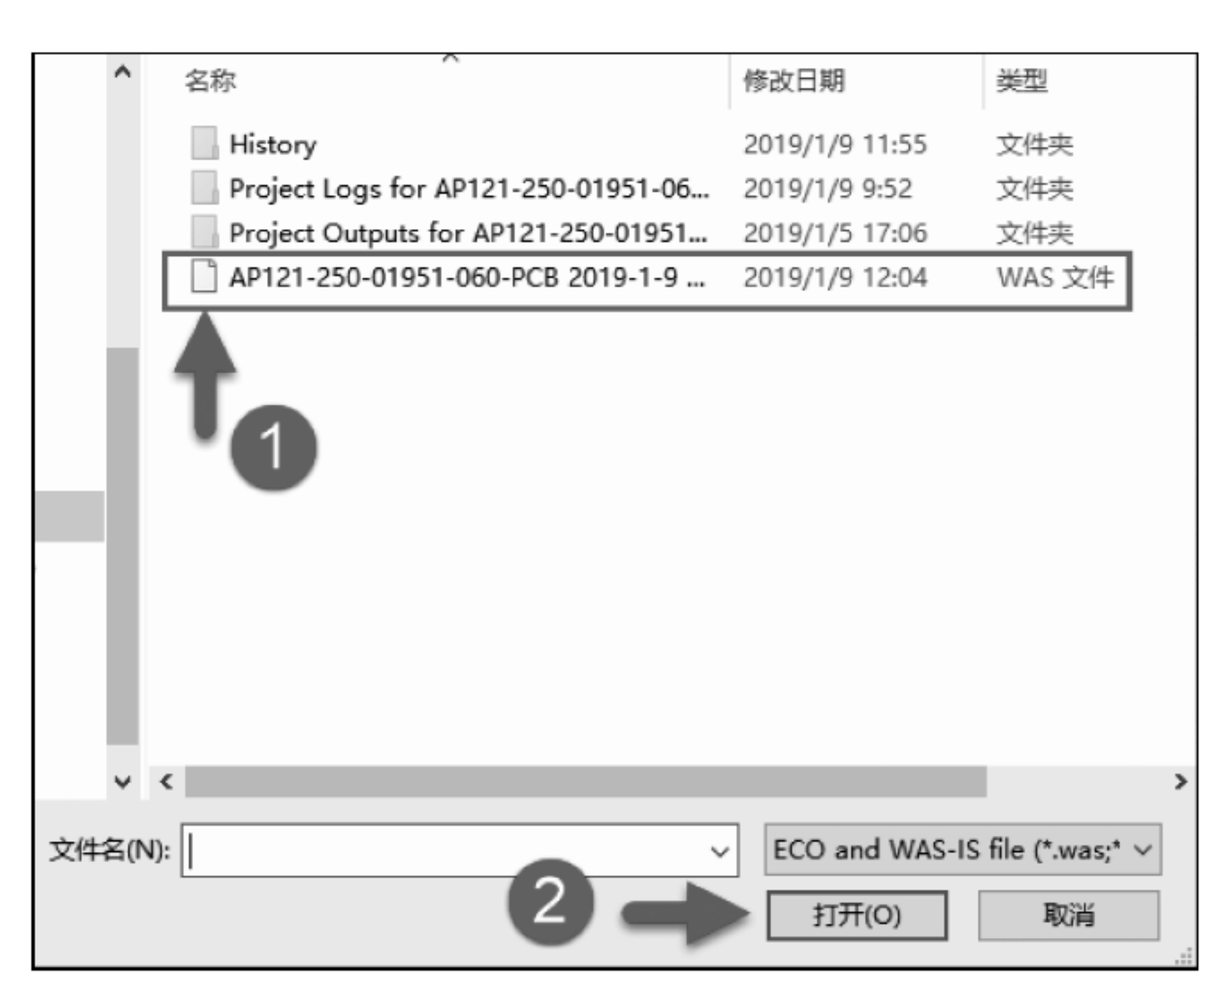
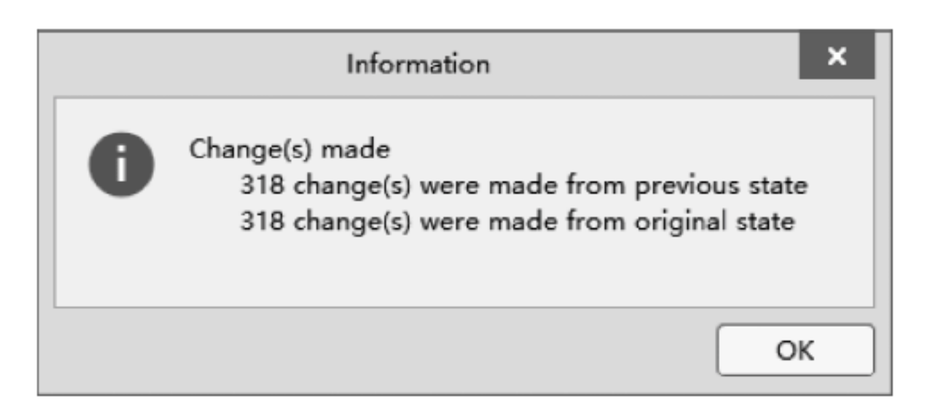

图 1-218　Choose WAS-IS File 列表框
图 1-219　更新提示框
(5) 选择需要的.WAS 文件,单击“打开”按钮,如图 1-218 所示。将会弹出如图 1-219 所示的提示框,提示进行更改的个数,单击 OK 按钮。